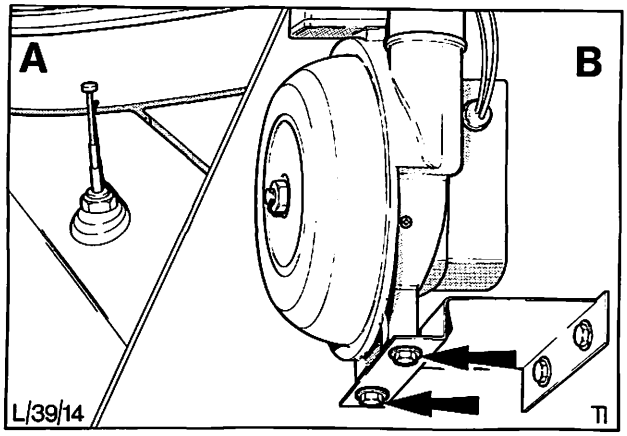

Abb. 13 Elektrische Antenne
4. Zwei Sechskantschrauben, Abb. 13, von der Halterung unter dem Kotflügel, die den Unterteil der Antenne sichert, entfernen. Antennenführung, zwei Kabel und die Gummitülle aus dem Karosserieblech lösen, damit das Antennenkabel mit Stecker durchgezogen werden kann.